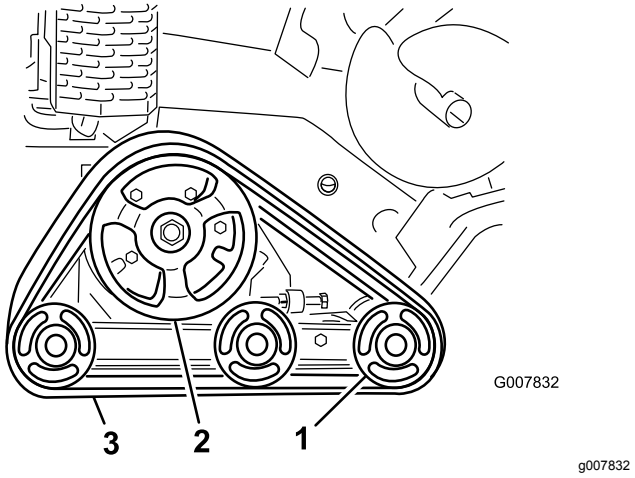

**Figuur 46**
***Belangrijk:*** **Zorg ervoor dat u de wegwielen en de kettingwielaandrijving grondig reinigt (Figuur 46).**